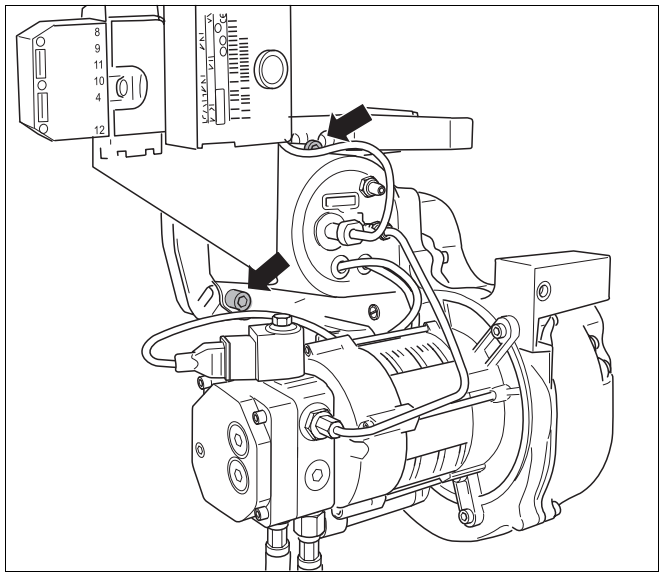

Fig. 24 Soltar los tornillos de la fijación de la brida
- Suelte los dos tornillos de la fijación de la brida (fig. 24).